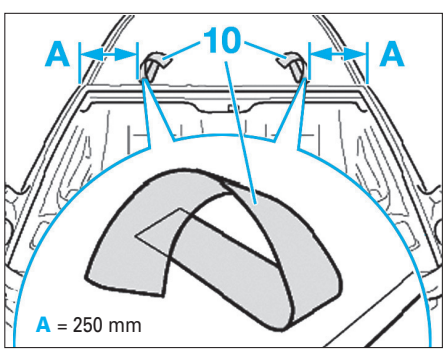

FIG. 3
• Apposer deux bandes adhésives (10) de 400 mm de longueur comme illustré **(Fig.3)**.